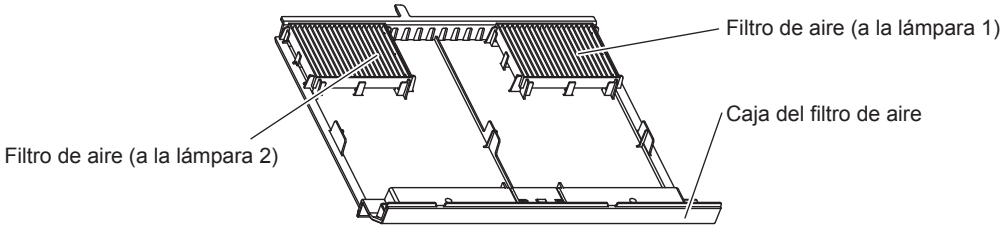

Figura 1
1) Coloque el filtro de aire. (Figura 1)